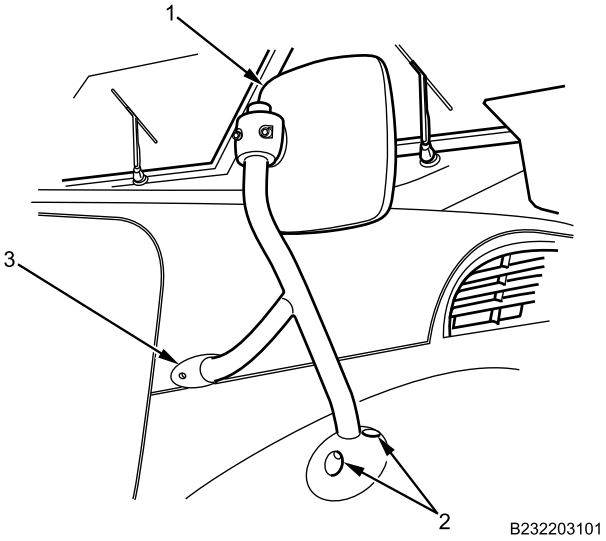

Figure 3. Mirror Assembly.
2. Position mirror assembly (Figure 3, Item 1) on hood and install washer and new locknut on small cover (Figure 3, Item 3). Do not tighten.
3. Install two bolts (Figure 3, Item 2), washers, and new locknuts on large cover. Tighten all three mirror support arm locknuts securely.